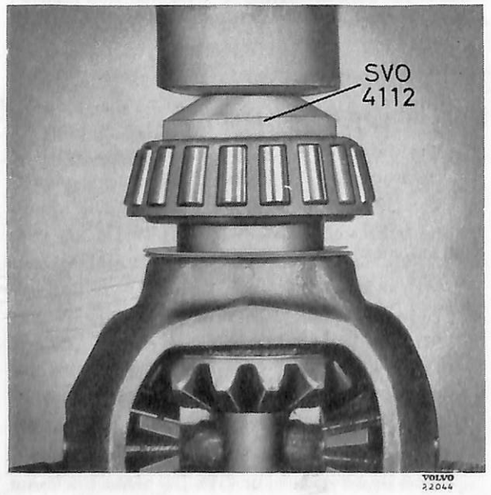

Bild 16. Mont. av differentialhuslager.
4. Montera kronhjulet (17), se därvid till att anliggningsytorna är rena och jämna. Drag skruvarna (15) till det moment som är angivet i specifikationen samt lås med vikbrickor (16).
5. Pressa på differentialhuslagren (33), se bild 16. Använd dorn SVO 4112 och standardskaft SVO 1801 för lagren.